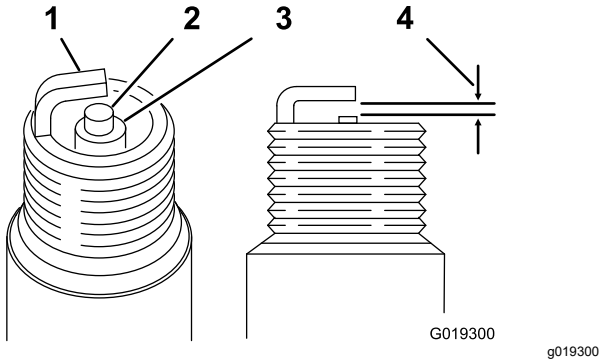

Rysunek 32
Szczelina: 0,7 do 0,8 mm, patrz Rysunek 32
4. Ustaw szczelinę między 0,70 a 0,80 mm, tak jak pokazano na Rysunek 32.